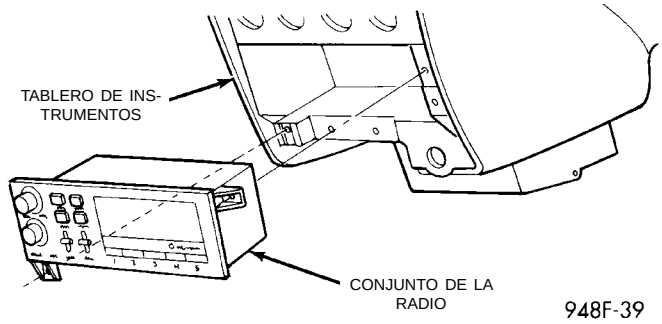

Fig. 7 Conjunto de la radio
(2) Retire las dos tuercas de instalación de la radio y extráigala del tablero de instrumentos (Fig. 7).
(3) Desconecte el cableado y el cable de la antena y retire el conector de masa de la radio.